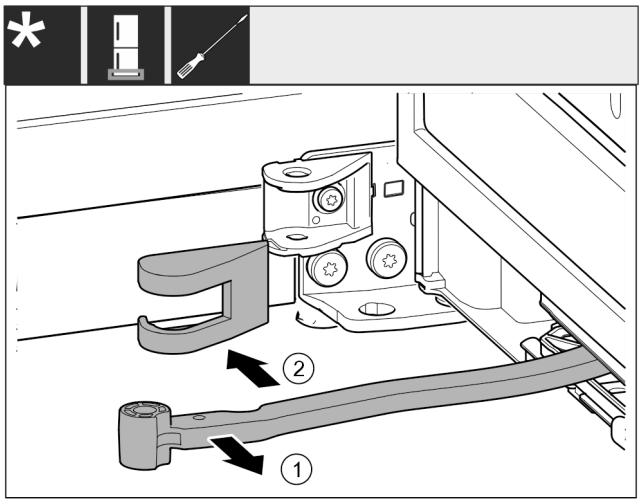

Fig. 20
▶ Rotiți articulația *Fig. 20 (1)* în direcția ușii.
▶ Înlăturați capacul suportului de lagăr *Fig. 20 (2)*.